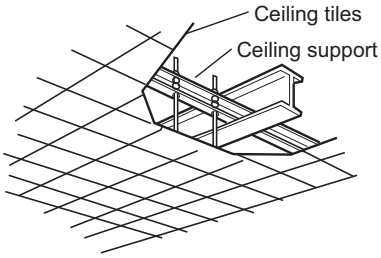

Fig. 2-99
- Use existing ceiling supports or construct a suitable support (Fig. 2-99).